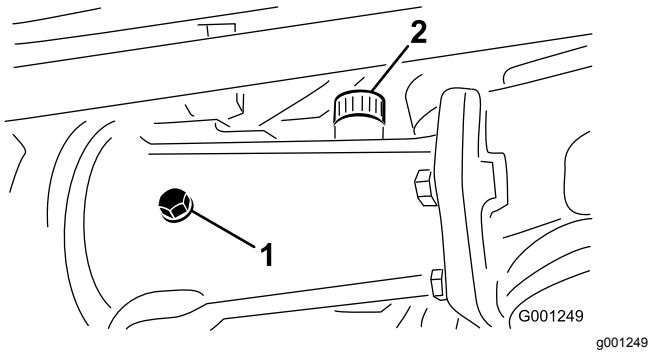
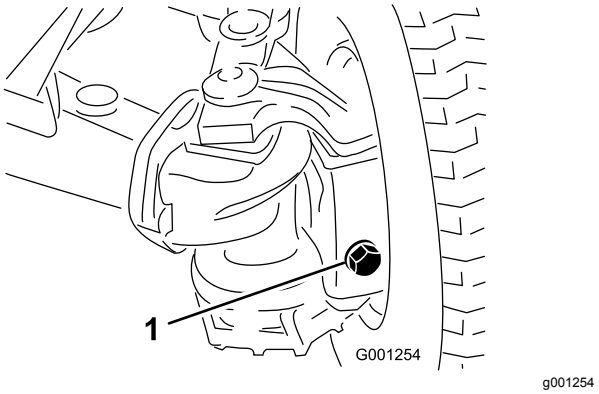

Figur 57
Figur 58
2. Fjern kontrolproppen fra centerakselhuset og akslen, og påfyldnings-/kontrolpropperne ved hvert udvendige akselhus (Figur 57 og Figur 58).
3. Kontroller, at smøreolien når op til gevindene i bunden af hvert aftapningshul (Figur 57 og Figur 58).
A. Hvis du fylder centerakselhuset, skal du fjerne påfyldningsproppen (Figur 57).
B. Fyld den angivne bagakselolie i akslens beholder(-e), indtil oliestanden når op til bunden af kontrolprophullerne (Figur 57 og Figur 58).
C. Hvis den er fjernet fra centerakselhuset, skal du påføre PTFE-gevindforsegling på gevindene på påfyldningsproppen og montere den i huset (Figur 57).
5. Sæt PTFE-gevindforsegling på gevindene på kontrolproppen fra centerakselhuset og påfyldnings-/kontrolpropperne fra de to udvendige akselhuse (Figur 57).
6. Monter kontrolproppen i centerakselhuset og påfyldnings-/kontrolpropperne i de to udvendige akselhuse (Figur 57 og Figur 58).
1. Drænprop (3)
8. Sæt PTFE-gevindforsegling på gevindene på kontrolproppen fra centerakselhuset og påfyldnings-/kontrolpropperne fra de to udvendige akselhuse. Se Kontrol af bagakselolien (side 53) og Figur 57 i Figur 58.
9. Monter kontrolproppen i centerakselhuset og påfyldnings-/kontrolpropperne i de to udvendige akselhuse. Se Figur 57 og Figur 58 i Kontrol af bagakselolien (side 53).